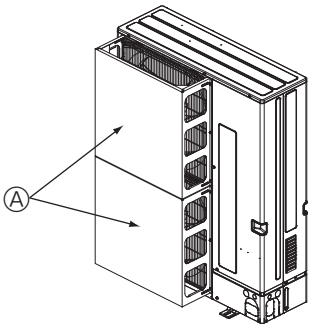

Fig. 2-3
② Install an optional wind baffle if the unit is installed in a location where strong winds from a typhoon, etc. may directly enter the air outlet. (Fig. 2-3)